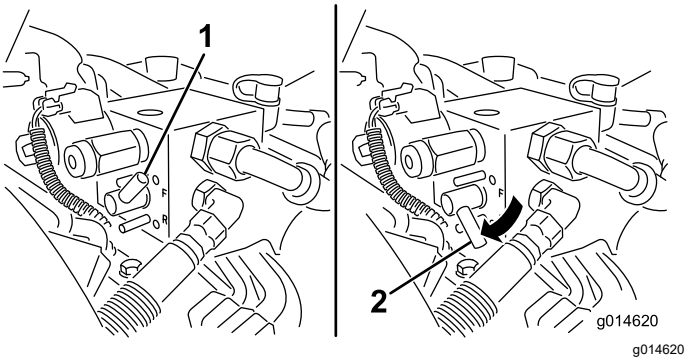

Figuur 51
5. Draai de wethendel naar ACHTERUIT (R) (Figuur 51).